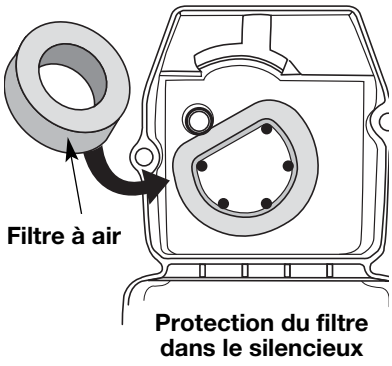

Fig. 22
2. Retournez le couvercle et inspectez l'intérieur pour repérer le filtre à air. Retirez le filtre à air de l'intérieur du couvercle du filtre à air/silencieux (Fig. 22).
6. Remplacez le filtre à air dans le filtre à air/couvercle du silencieux (Fig. 22).